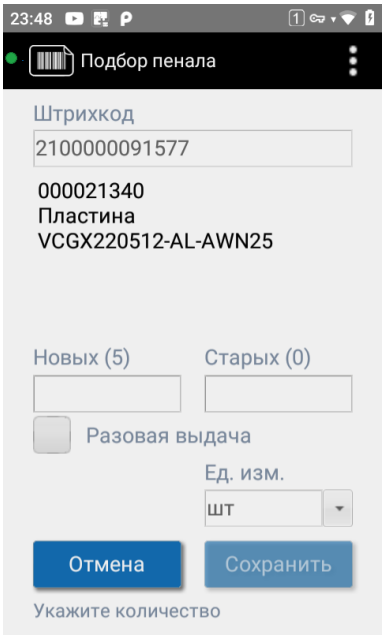

Рисунок 37. Указание количества при ручном подборе
3. Укажите количество новых и старых экземпляров (см. Рисунок 37). Если используются разовые выдачи, отметьте «Разовая выдача» и укажите количество дней. Нажмите «Сохранить».